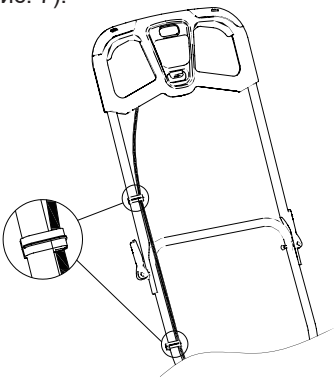

Рис. 7 Фиксация кабеля включения
6. Закрепите кабель включения на рабочей рукоятке двумя фиксаторами (Рис. 7).